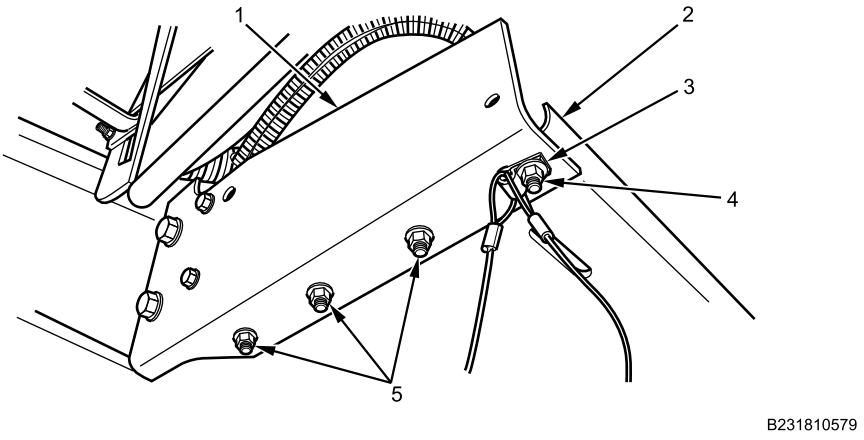

Figure 6. Battery Box Installation.
6. Install six inboard vertical battery tray nuts and bolts (Figure 6, Item 5) on left and right battery box support brackets (Figure 6, Item 1) and battery tray (Figure 6, Item 2). Tighten bolts securely.
7. Install two vertical outboard battery tray bolts, air tank drain cable retainers (Figure 6, Item 3), and battery tray nuts (Figure 6, Item 4) on left and right battery box support brackets (Figure 6, Item 1). Tighten bolts securely.